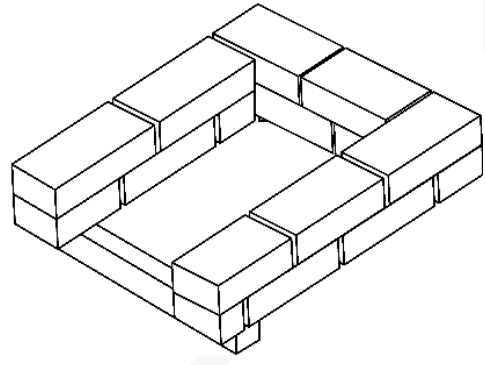

Рис.22 Схема укладки керамического кирпича
2.3.11.2 Произвести укладку керамического кирпича с использованием термостойкой кладочной смеси согласно рис. 22